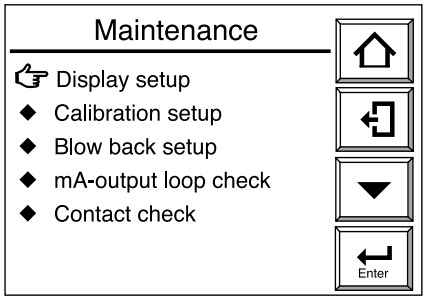
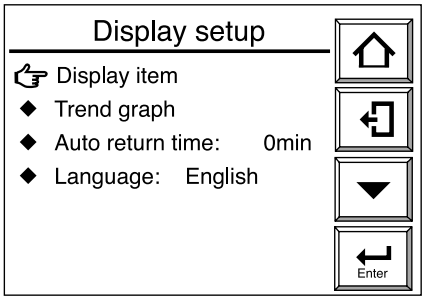

Figura 7.12 Display Manutenzione
Figura 7.13 Display Configurazione
(1) Premere il tasto Configurazione nel display base per visualizzare il display Esecuzione/ Configurazione. Selezionare quindi Maintenance nel display Esecuzione/Configurazione.
(2) Nel display Maintenance selezionare quindi Display setup (Configurazione display) (Figura 7.12). Viene visualizzato il display Display setup (Figura 7.13).